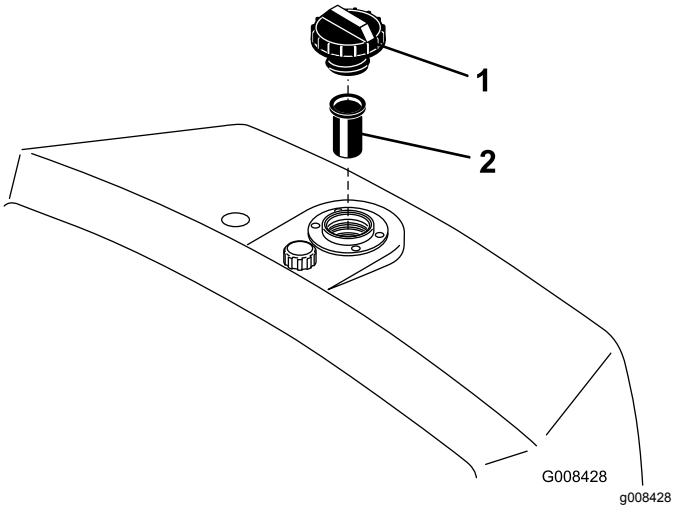

Rysunek 26
2. Odkręć korek zbiornika i sprawdź poziom oleju. Poziom oleju powinien sięgać dolnej krawędzi sitka w szyjce wlewu (Rysunek 26).